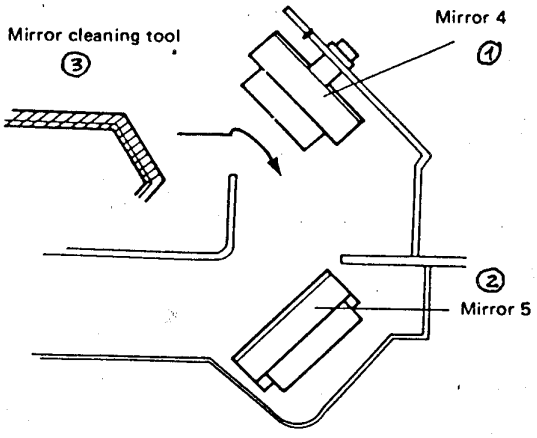

Рис. 4-15
2) Снять крышку объектива и поставить приспособление для очистки зеркал как показано на рис. 4-15.